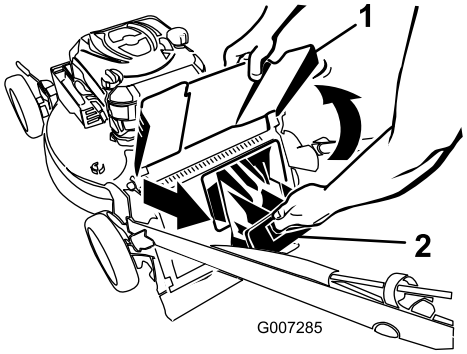

Figuur 20
2. Breng de afvoergeleider omhoog en houd deze omhoog (Figuur 20).
3. trek de afsluiter van het achteruitwerpkanaal eruit (Figuur 20).
1. Breng de afvoergeleider omhoog en houd deze omhoog (Figuur 20).
2. trek de afsluiter van het achteruitwerpkanaal eruit (Figuur 20).